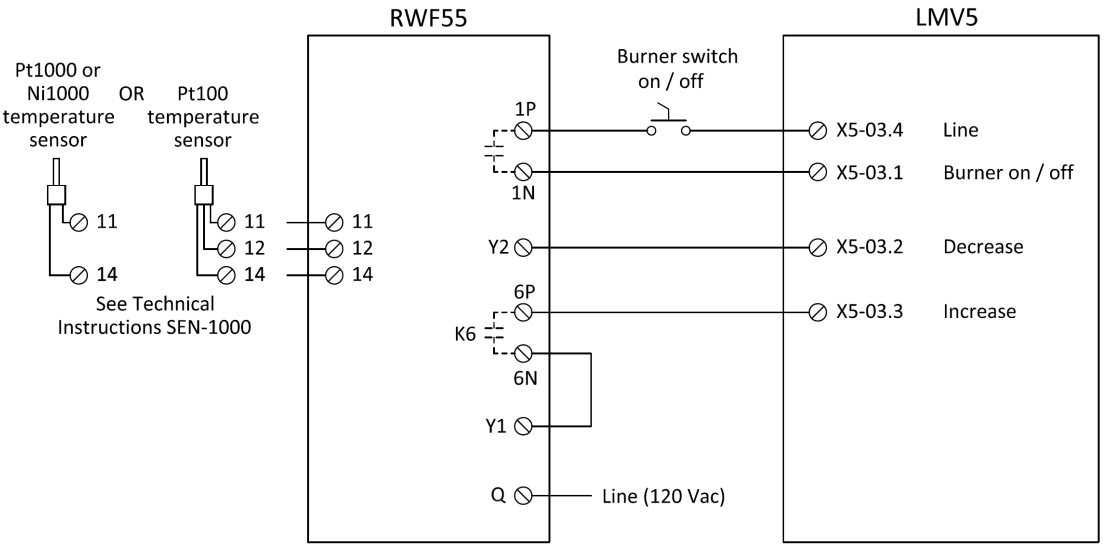

**Figure 7: Low Fire Hold via 3-position Output on a Hot Water Boiler**
3. Wire the LMV5 and RWF55 as shown in Figure 7: